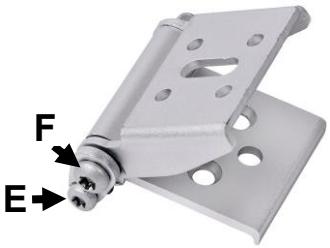

***Figure 2. Adjustable Bracket locking screw***
3. See Figure 2. Tighten the Torx 20 locking screw **E** on both brackets to lock the brackets in position and hold the fixture securely at the desired angle. Check that the fixture is held safely and securely.